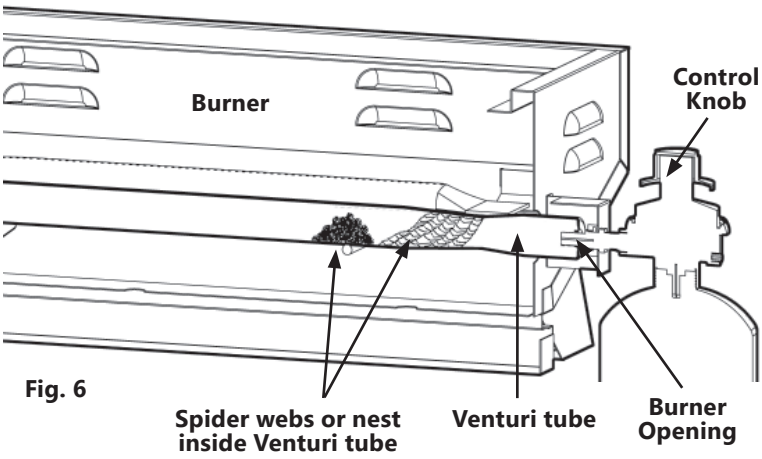

Fig. 6
- Regularly inspect and clean burner/Venturi tube for insects or insect nests, especially after periods of storage. Spiders or small insects can build nests, webs, and lay eggs in the grill's Venturi tube, obstructing the flow of gas to the burner. (Fig. 6) The backed-up gas can ignite and cause a fire. This is known as a "flashback".